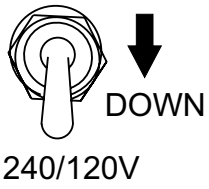

Figure 28. Full Power Switch 240/120V Position (Down)
14. Place the full power switch (Figure 28) in the 240/120V position (down).